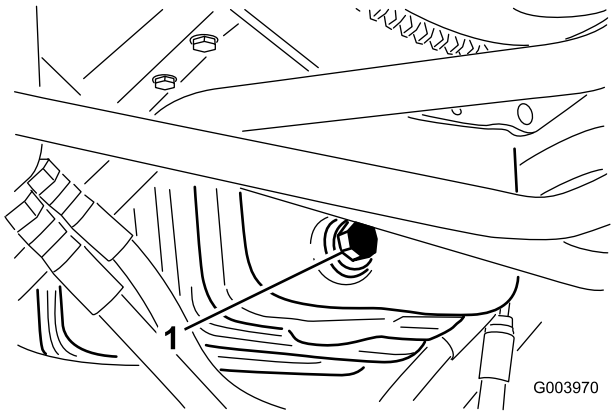

Figur 54
1. Fjern aftapningsproppen (Figur 54), og lad olien flyde over i aftapningsbeholderen.